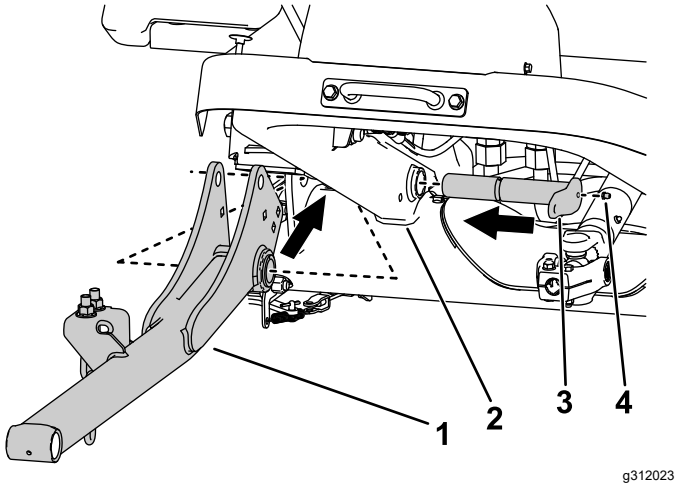

Figuur 6
2. Gebruik 2 grote pennen om de hefarmen aan het machineframe te monteren (Figuur 6).
3. Monteer de smeernippels aan de grote pennen (Figuur 6).